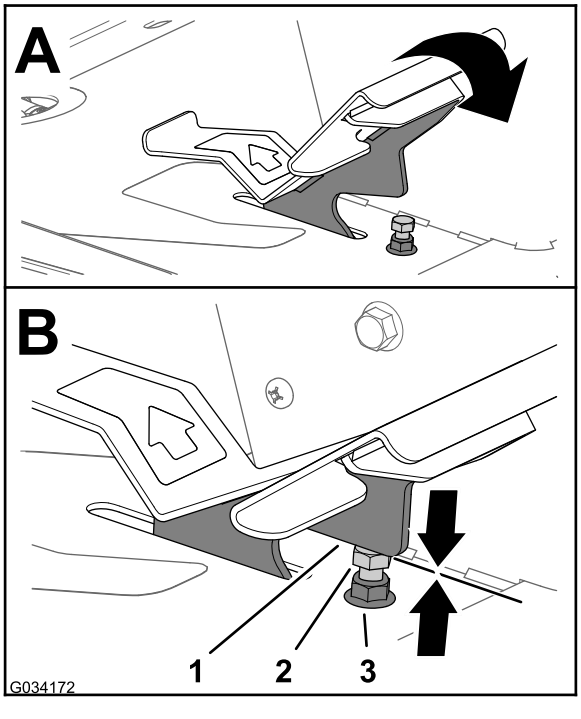
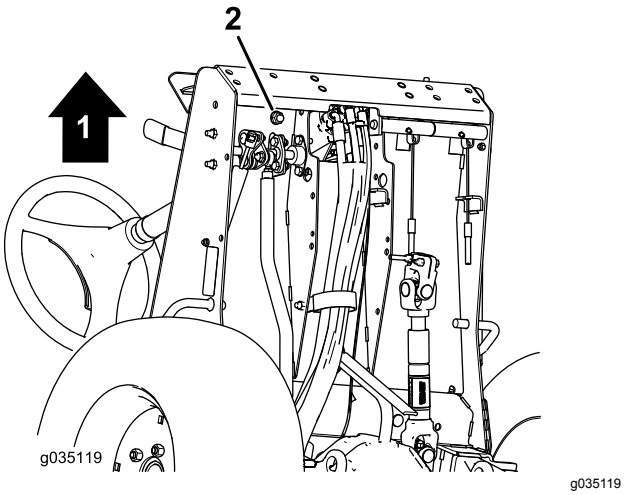

**Figur 77**
**Figur 78**
1. Flyt traktionspedalen helt fremad (Figur 77).
A. Hold traktionspedalstoppet (Figur 77) med en nøgle.
B. Løsn kontramøtrikken nederst på fodstøttepladen (Figur 78).
C. Sæt traktionspedalen i den fulde fremadgående position (Figur 77).
D. Mens du holder traktionspedalstoppet, skal du justere kontramøtrikken, der sidder ovenover fodstøttepladen (Figur 77), indtil traktionspedalen kommer i kontakt med stoppet.
F. Mens du holder traktionspedalstoppet, skal du tilspænde kontramøtrikken nederst på fodstøttepladen (Figur 77 og Figur 78) til 37 til 45 N·m.